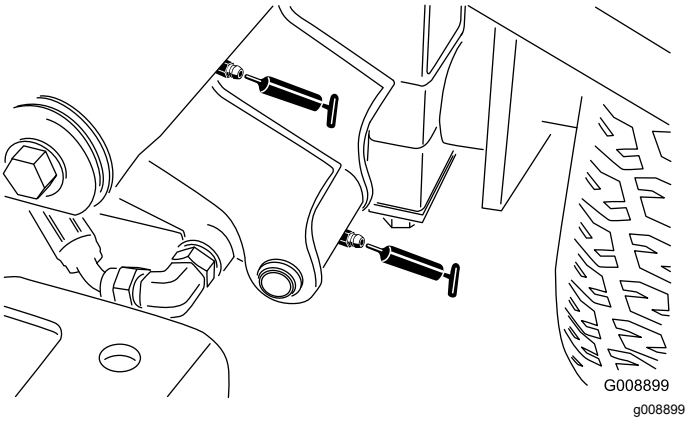

Figur 36
- Venstre fremre løftearmstapp og løftesylinder (2) (Figur 36)